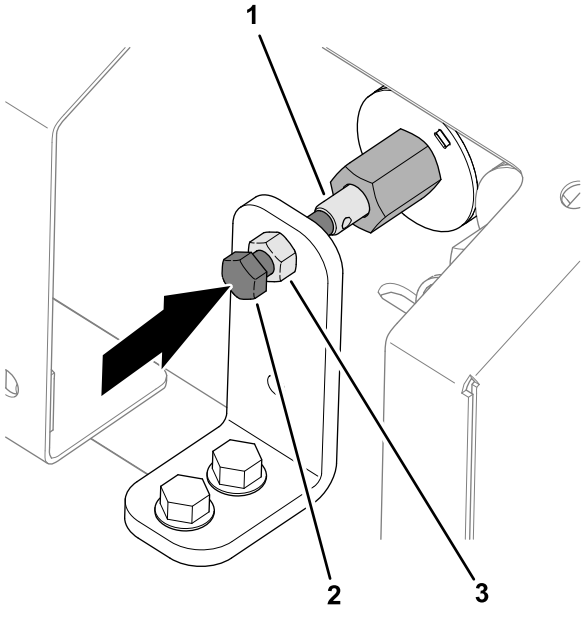

Figur 30
1. Løsne låsemutteren på den manuelle overstyringsbraketten (Figur 30).
2. Roter sekskantskruen på ventiloverstyringen med klokken for å øke gulvhastigheten (Figur 30).